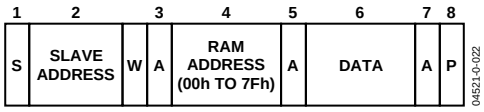

*Figure 31. Single-Byte Write to RAM*
- Write a single byte of data to RAM. In this case, the command byte is the RAM address from 00h to 7Fh and the (only) data byte is the actual data. This is illustrated in Figure 31.